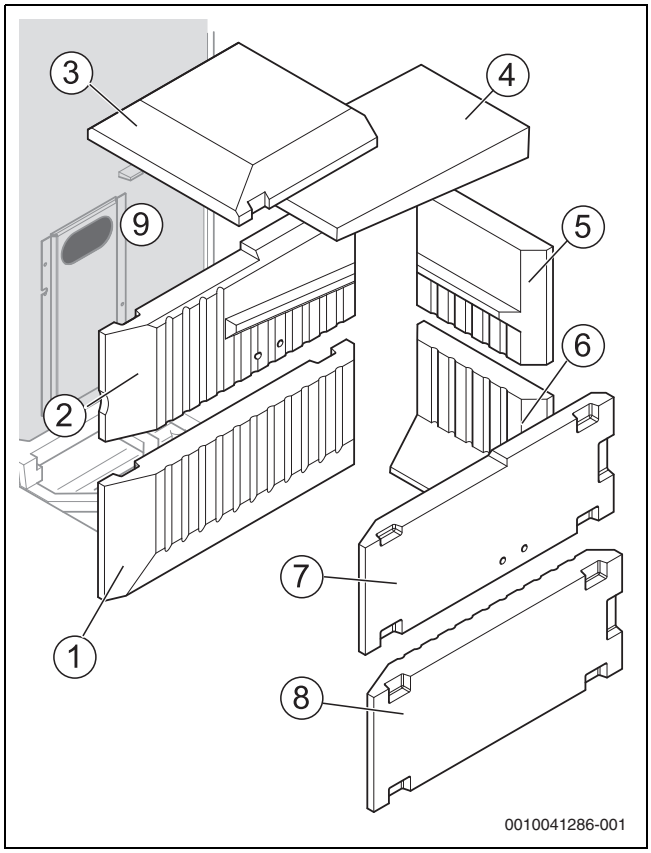

Bild 6 Anordnung der Ausmauerung
- Schamottesteine gemäß Bild 6 einmauern.
- ▶ Deckenstein unten hinten (→ Bild 6,[4], Seite 10) einbringen und ganz nach hinten schieben.
- ▶ Deckenstein oben vorne (→ Bild 6,[3], Seite 10) einbringen und ganz an den Deckenstein unten hinten (→ Bild 6,[4], Seite 10) schieben.